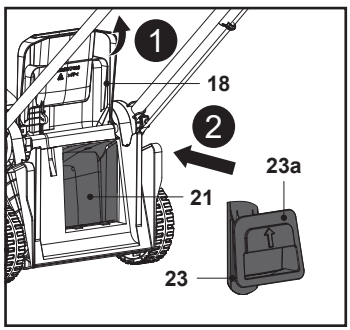

**Fig. 14**
7. Ouvrir le déflecteur arrière (18), maintenir la poignée encastrée (23a) et insérer l'obturateur mulching (23) dans la goulotte d'éjection arrière (21) jusqu'en butée (Fig. 14).